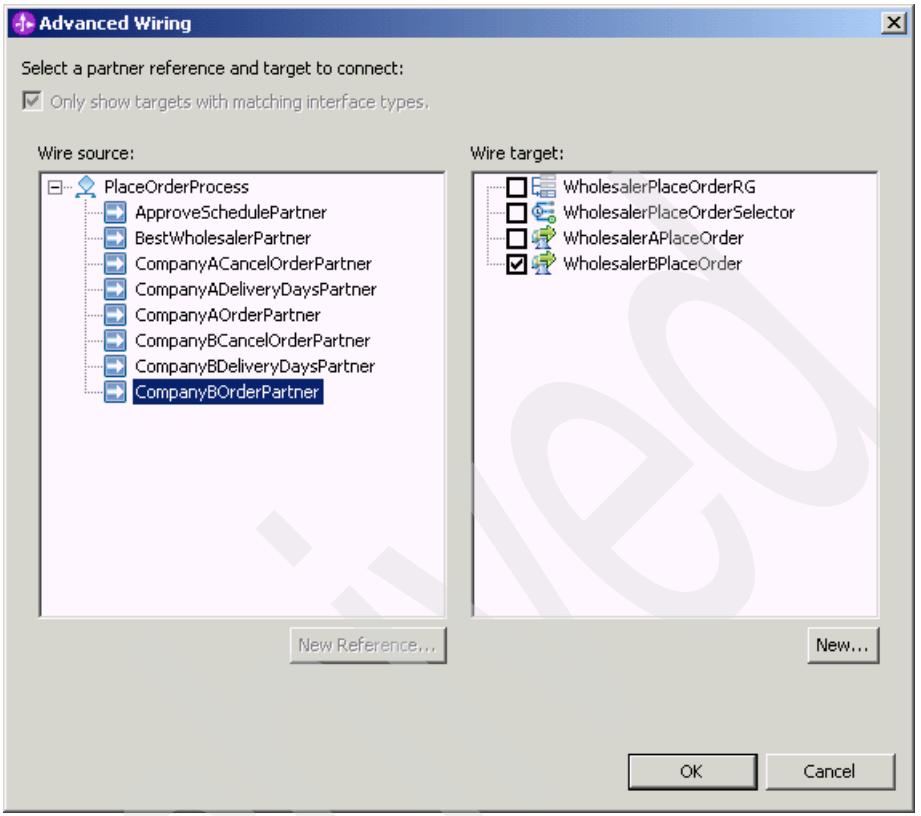

Figure 13-71 The PlaceOrderProcess Advanced Wiring window
2. In the Advanced Wiring window, complete the following steps (Figure 13-71):